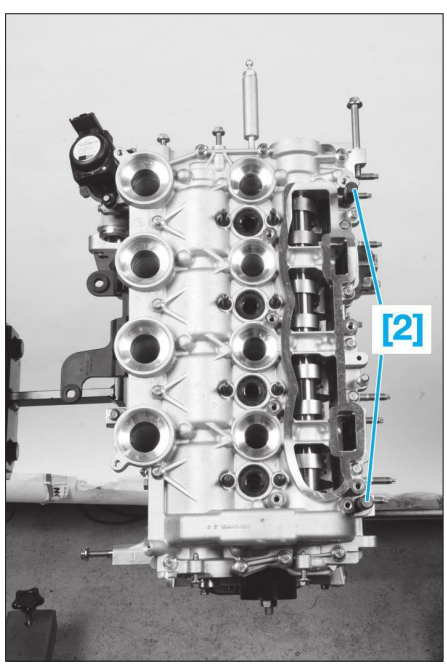

**Fig. 76**
• Positionner le carter palier d'arbres à cames à l'aide des outils [2] **(Fig.76)**.